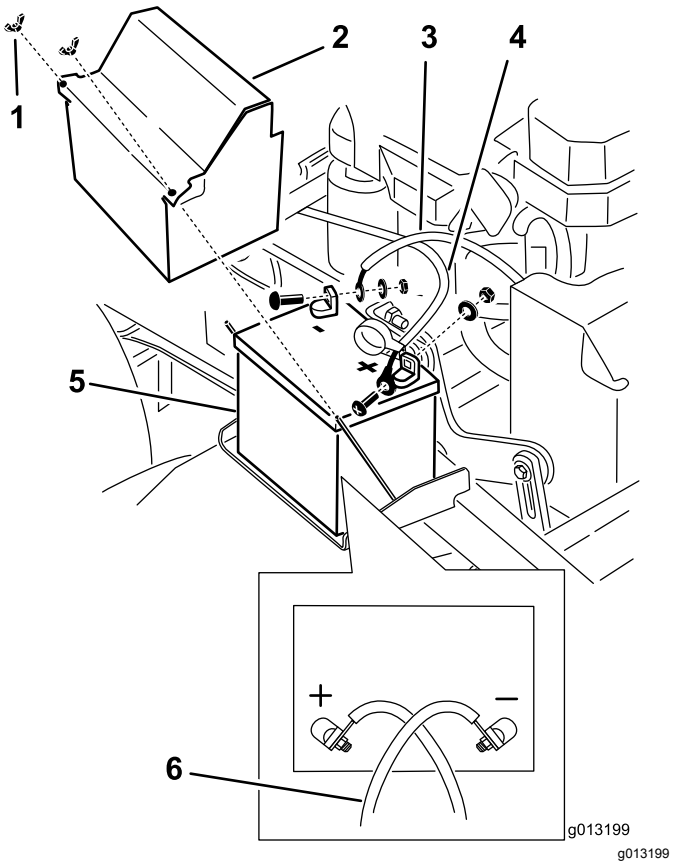

Figur 52
3. Ta den negative batterikabelen av den negative (–) batteripolen (Figur 52).
5. Fjern den positive (røde) batterikabelen (Figur 52).
6. Ta ut batteritilholderen, og ta ut batteriet (Figur 52).
1. Legg batteriet i maskinen (Figur 52).
3. Monter den positive (røde) batterikabelen til den positive (+) batteripolen med en mutter, skive og bolt (Figur 52).
5. Monter den negative batterikabelen og jordledningen til den negative (–) batteripolen med en mutter, skive og bolt (Figur 52).
Merk: Batterikablene vil krysse hverandre når de er riktig montert (Figur 52).